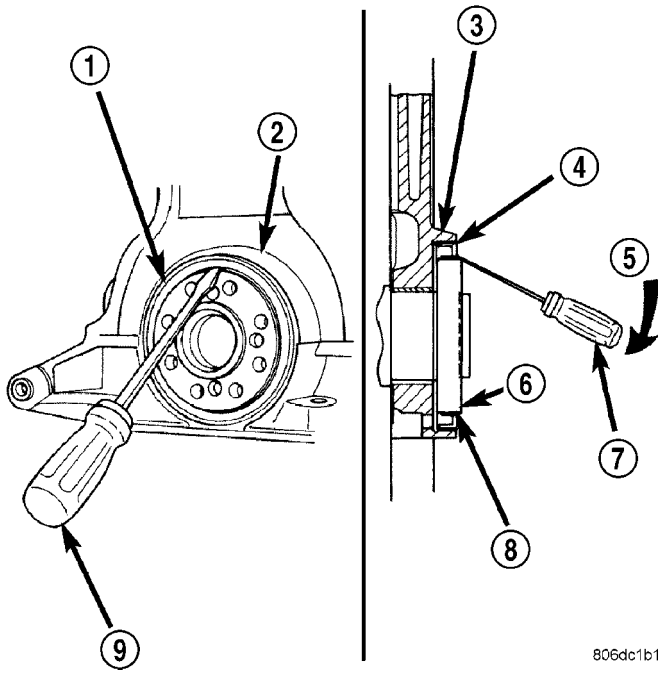

Fig. 56 Rear Crankshaft Oil Seal - Removal
(1) Remove transaxle. Refer to TRANSMISSION/ TRANSAXLE - REMOVAL for procedure.
(2) Remove flex plate.
(3) Insert a 3/16 flat bladed screwdriver between the dust lip and the metal case of the crankshaft seal. Angle the screwdriver (Fig. 56)through the dust lip against metal case of the seal. Pry out seal.